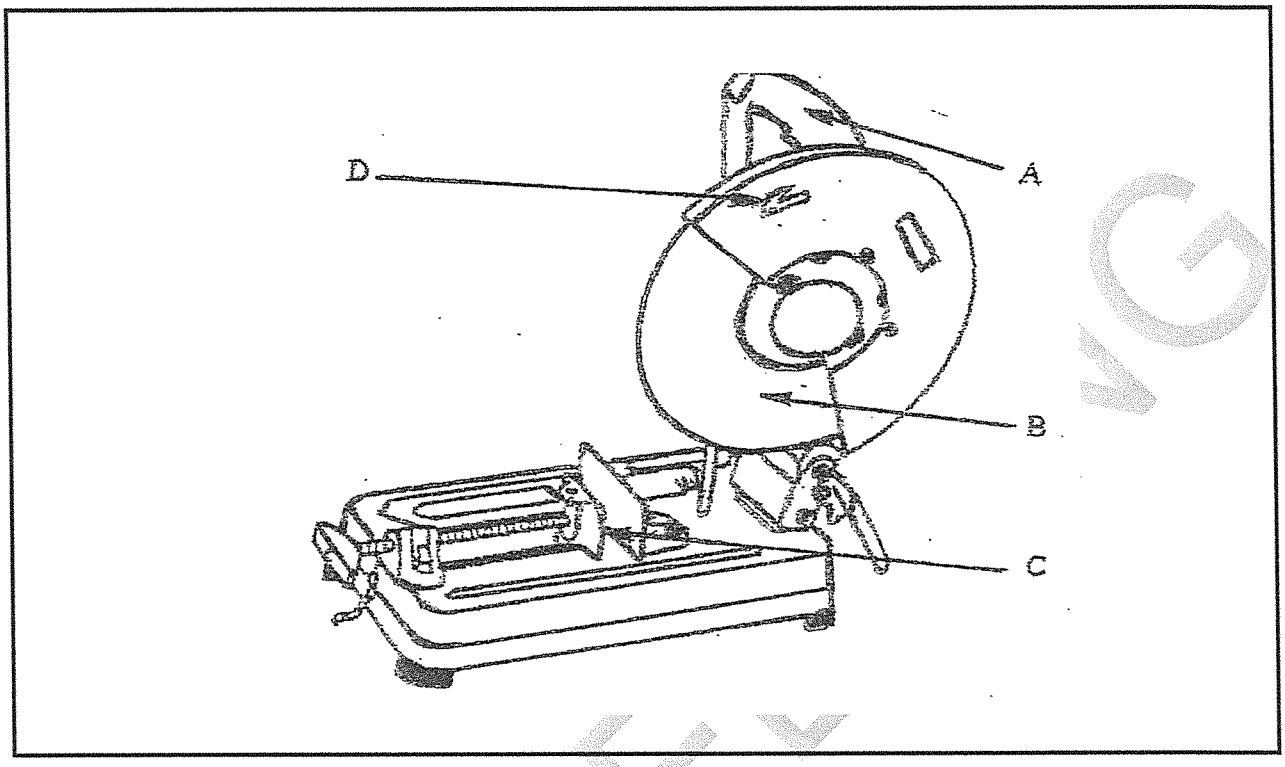

FIGURE 1
1.3 FIGURE 1, DIAGRAM SHEET 1 (attached), shows an abrasive cut-off machine. List the components which correspond to the letters indicated in the drawing. Write only the letter (A–D) and the name of the component next to the question number (1.3) in the ANSWER BOOK. (4)